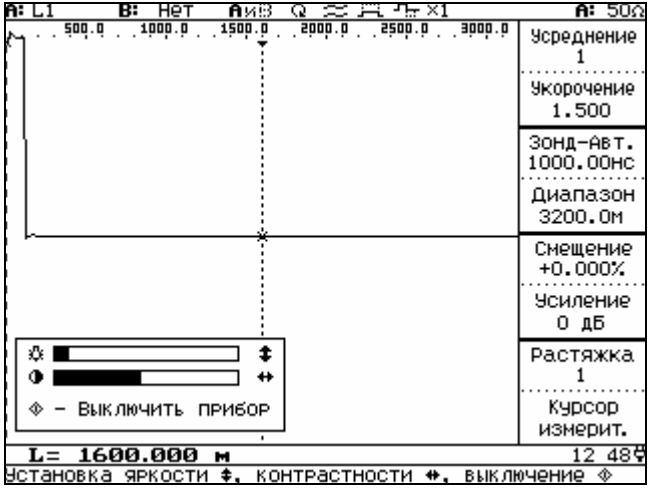

Рисунок 6.5
6.3.5 Выключение прибора, изменение яркости и контрастности отображения выбирается нажатием кнопки ⏻, ☼/◑. В левом нижнем углу появится меню (рисунок 6.5).